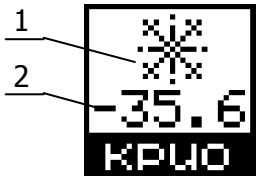

Рисунок 22 — Состояние термостата
2.14.5 Состояние термостата (рисунок 22). Если термостат подключен и исправен, то в позиции 1 отображается символ снежинки, а в позиции 2 — значение температуры термостата. В противном случае, в позиции 1 отображается символ (—), а значение температуры отсутствует.